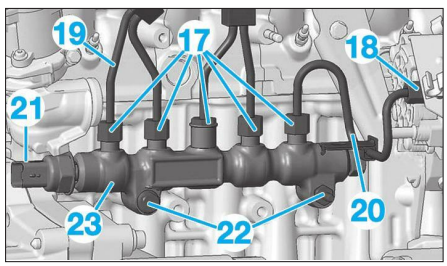

**Fig. 39**
• Desserrer les raccords (17) et (18) **(Fig.39)**.
• Déposer les canalisations haute pression (19) et (20).
• Déconnecter le capteur haute pression carburant (21).
- les vis de fixation (22),
- la rampe commune haute pression (23).